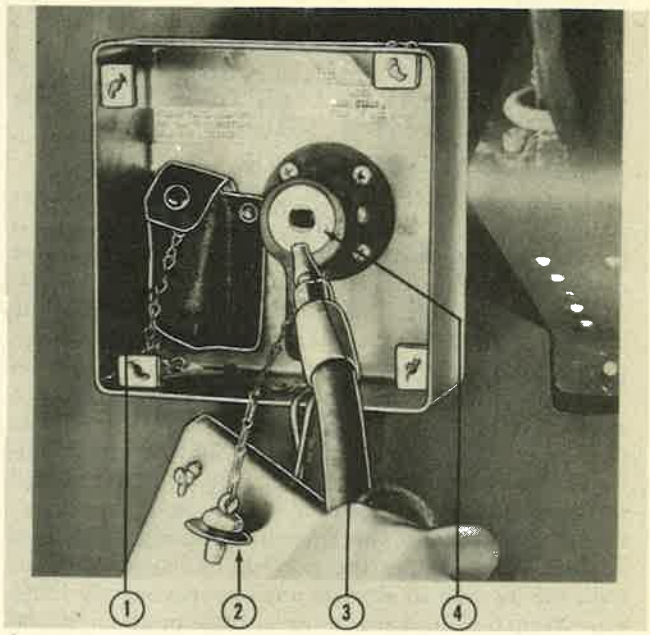
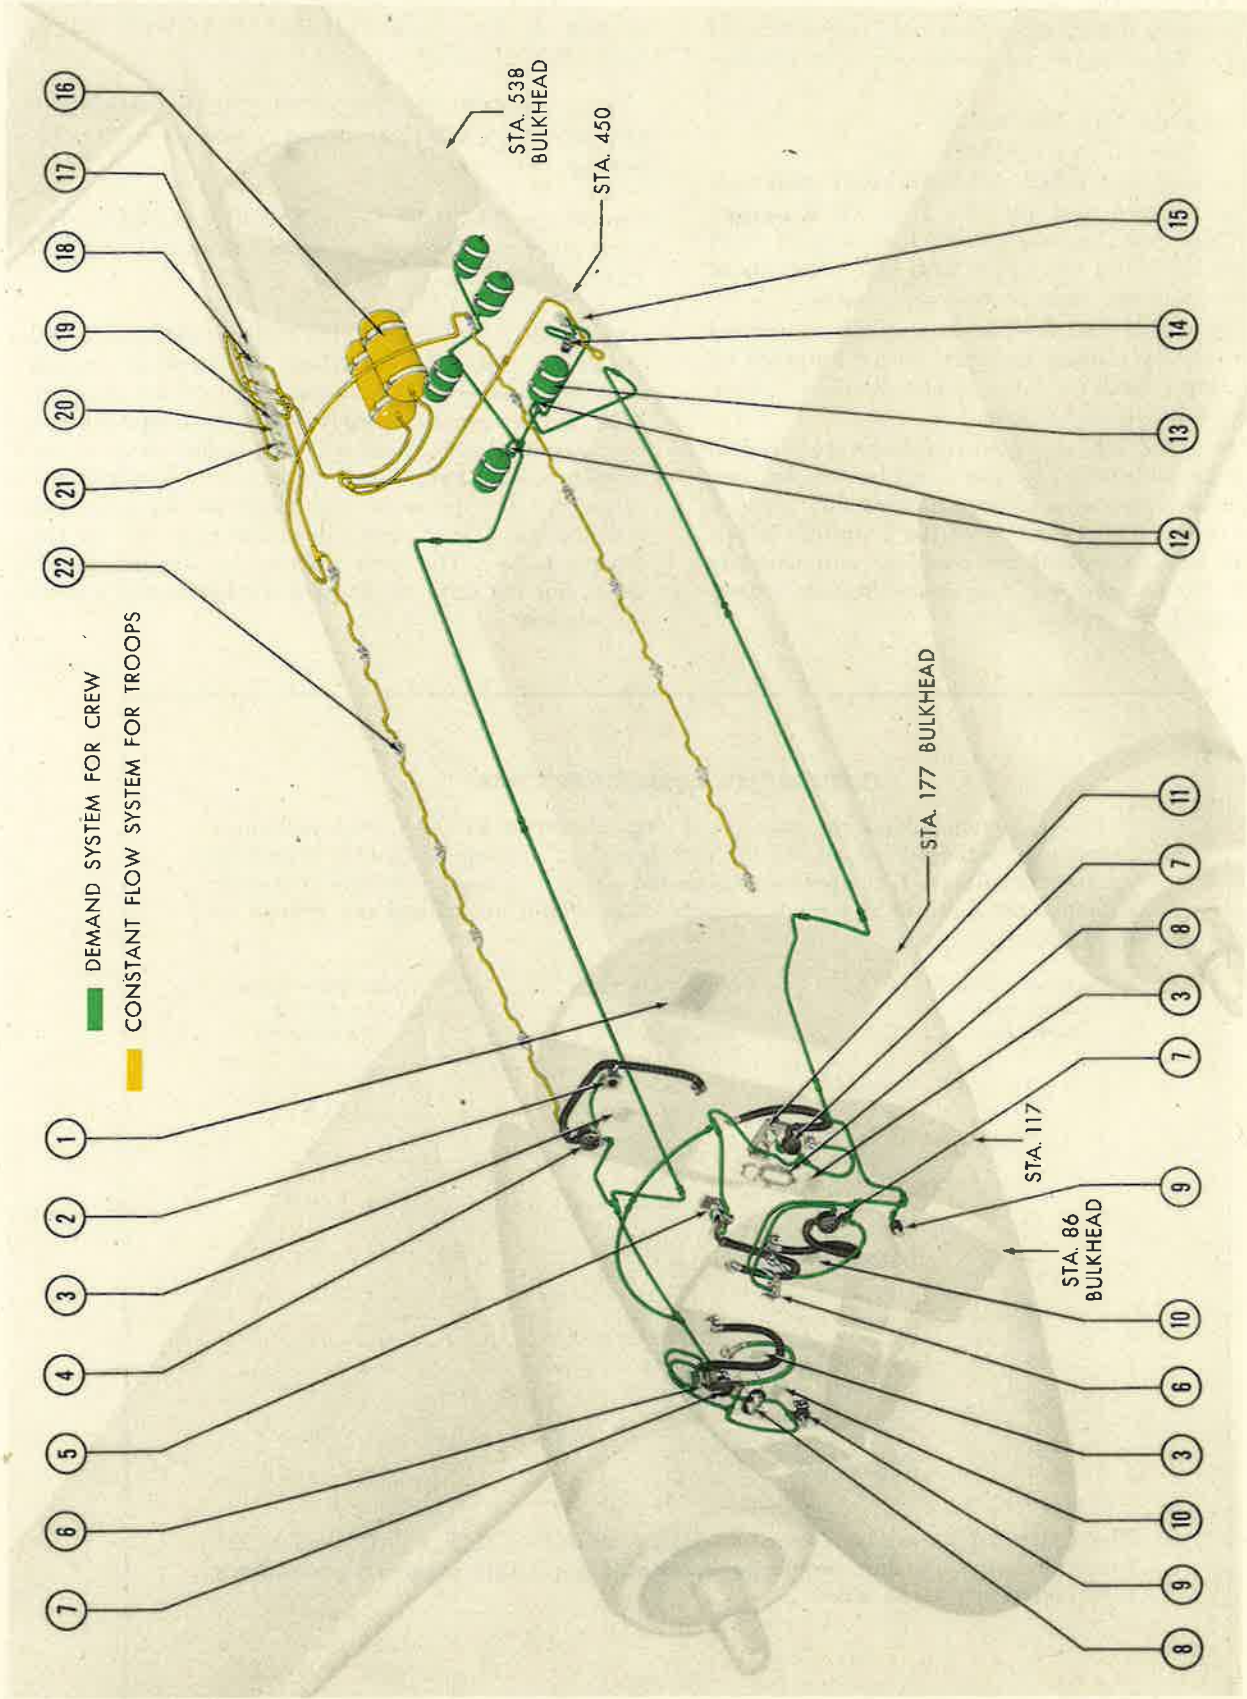
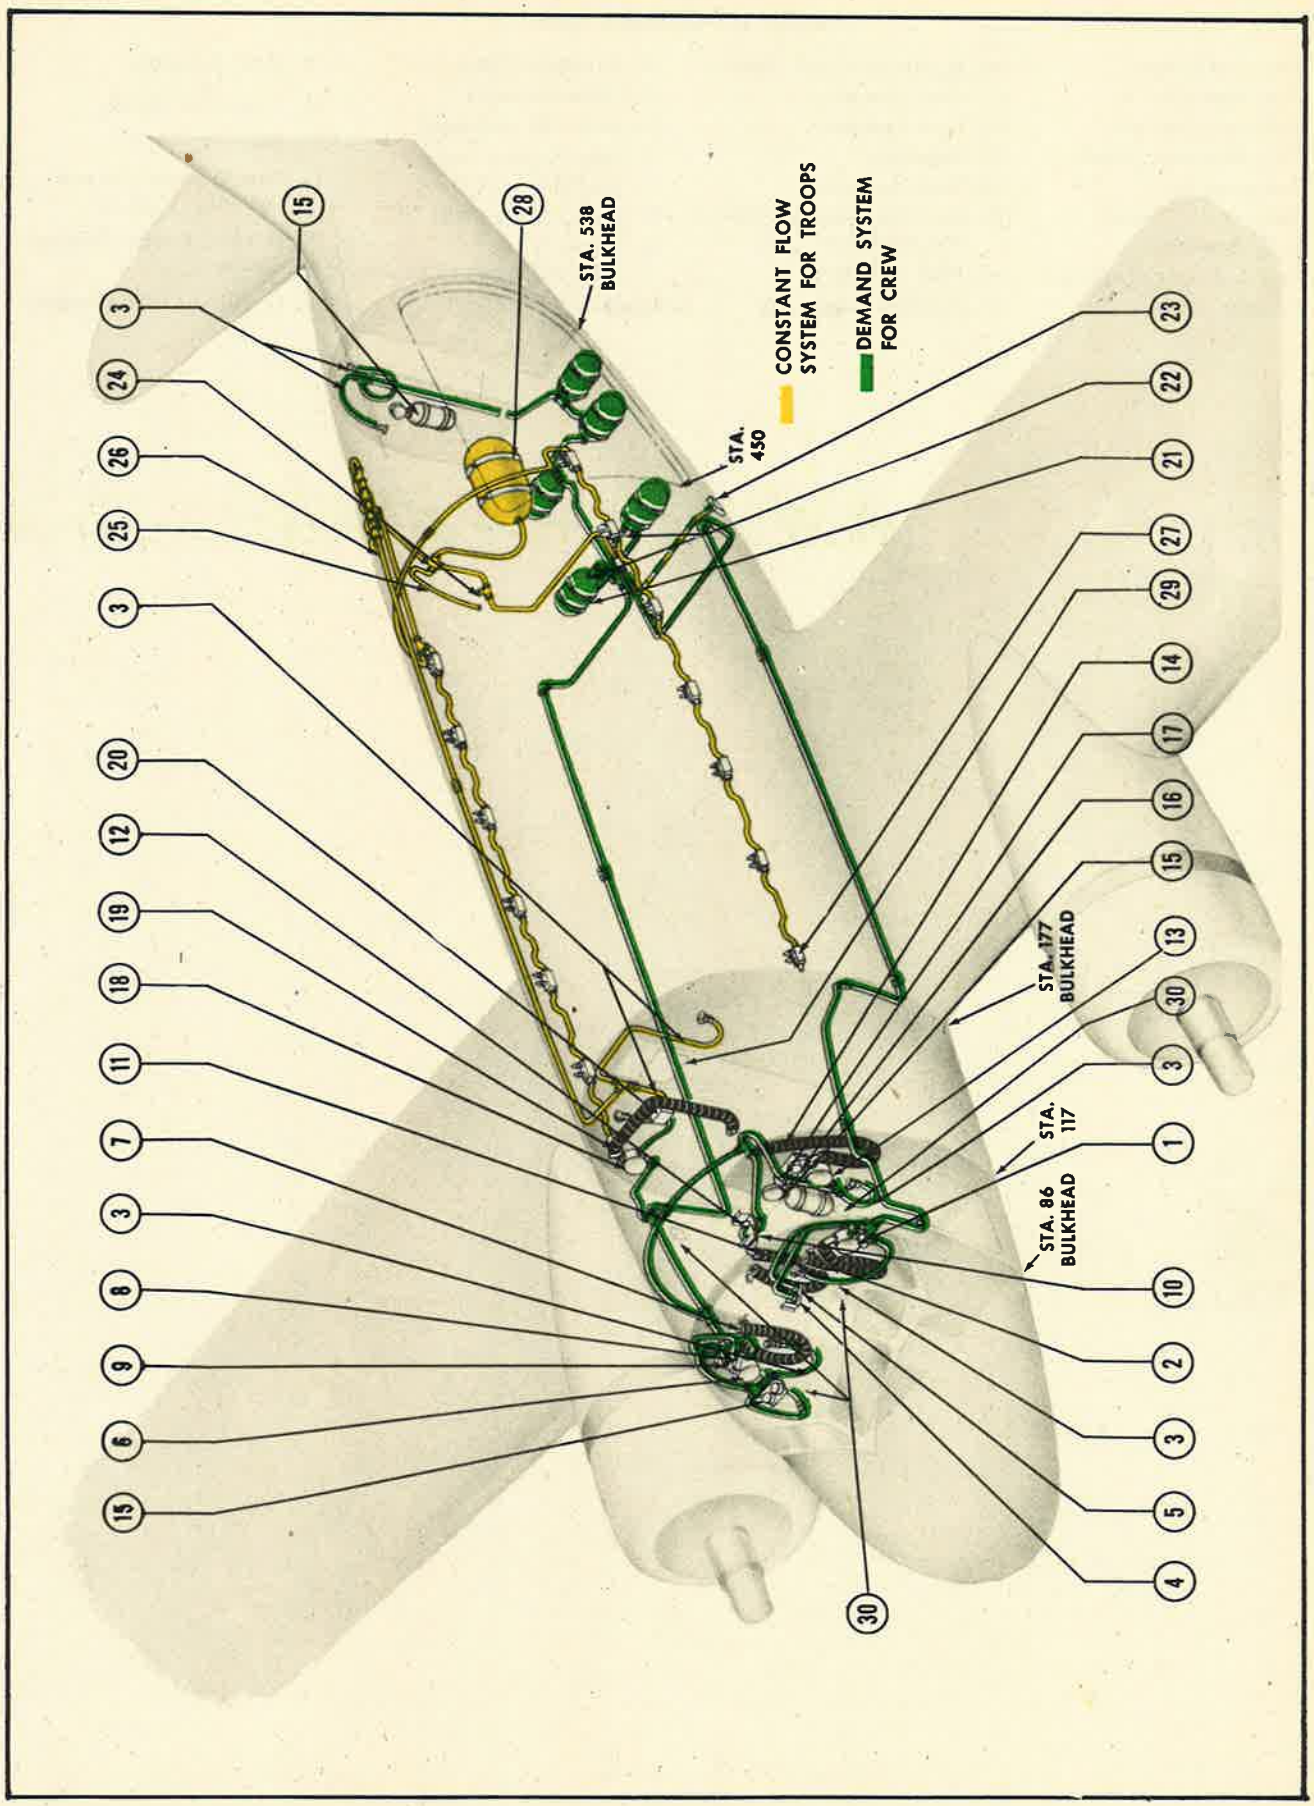

Figure 585—Filling the System
Figure 588A—Low Pressure Demand and Constant Flow Oxygen Systems
Figure 588B—Low Pressure Demand and Constant Flow Oxygen Systems (Late C-47B Airplanes)
3. OPERATION OF FILLING SYSTEM.—*(See figure 585.)*
2. In the five cylinder system a style "B" check valve on each of the two forward cylinders (See 12, figure 588A) performs the check.
(c) FILLER VALVE.—A filler valve in a metal box is located just forward of the main cargo door. (On C-47A and early C-47B airplanes, see A, figure 651 and 4, figure 585 for the ten cylinder system; or 15, figure 588A for the five cylinder system; for late C-47B airplanes see figures 651B, 585, and 588B.) The adapter of the ground filling equipment hose is fitted into this filler valve when the system is recharged. When filler valve is not in use, a plug excludes dust and other contamination from the valve. A British adapter, used to accommodate the nozzle on the British ground filling equipment, is stowed alongside the filler valve. On late C-47B airplanes the filler valve is accessible from the outside by means of an access door just to the left and down from the lower edge of the main cargo door.
(d) INSTALLATION.—Refer to figure 651 when installing valves on the ten cylinder system and to figure 588A when installing valves on the five cylinder system. Be sure that the check valves are installed in the proper direction; the check valve arrows shall point in the direction of the flow.
(a) DESCRIPTION.—This Bourdon-tube type gage, Army Type K-1, is used to indicate the pressure of the oxygen in the supply cylinders in pounds per square inch. It is mounted on a panel with an Army Type A-3 oxygen flow indicator and a warning signal lamp assembly. (See figure 651 for ten cylinder system and 21, figure 588A for five cylinder system.)
(a) DESCRIPTION.—This "blinker" indicator, Army Type A-3 (AN6029-1) (See figures 651 and 588 for ten cylinder system and 2, 5, 6, 11, figure 588A for five cylinder system), contains a bellows which blinks the shutter only when oxygen passes through the regulator. For this reason at ground level the shutters do not operate with Auto-Mix "ON" or if emergency is on at any altitude. Failure of shutters to operate at altitude is an indication that oxygen has ceased to flow through regulators; in which event the user should immediately switch to pure oxygen.
(a) DESCRIPTION.—Three walk-around assemblies (See figures 651 and 588 for the ten cylinder system and 8, figure 588A for the five cylinder system) are available for use by crew members who must move about in the airplane and also for use in case of emergency. They are located at the stations of the pilot, copilot, and navigator. On C-47A and early C-47B airplanes each unit consists of any Army Type A-4 low pressure walk-around cylinder, lacquered green instead of the usual yellow, and an Army Type A-13 low pressure demand regulator. On some C-47B airplanes (see figure 588B) there is an additional unit added on the right forward side of the bulkhead at station 538. Each of the four units consists of a large capacity type A-6 low pressure walk-around cylinder with an Army Type A-15 low pressure regulator. Before moving about, the user disconnects the hose of his demand mask from the regulator tube at his station and inserts the male end of it into the mask outlet provided under the dust cap on the portable regulator. The cylinder may be recharged by inserting the adaptor on the regulator into the filler valve of the walk-around unit recharger assembly. The supply is approximately thirty minutes. ALWAYS refill before returning it to its place. On late C-47B airplanes there are four additional recharger assemblies, one located on each side of the airplane on station 177½; and one located on the forward and one on the aft side of station 538.
(11) EFFECT OF TEMPERATURE CHANGES ON OXYGEN SUPPLY.—Refer to paragraph 20.*e.*
(12) DURATION OF OXYGEN SUPPLY.—For this calculation refer to paragraph 20.*f.*(3) following.
d. LOW PRESSURE CONSTANT FLOW SYSTEM. —*(Figure 588A and diagram on forward cargo door.)*
(1) DESCRIPTION.—This system, as the name implies, furnishes a constant flow of oxygen to the user. Two Type J-1 low pressure oxygen cylinders are located on the floor at the rear of the main cargo compartment, and are recharged through the filler valve which is above the floor forward of the main cargo door. A panel, containing three A-11 regulators, a pressure gage, a warning signal, and a warning light, is at the rear of the main cargo compartment. A supply line, running along each side of fuselage above the windows, contains 28 couplings. The fitting on the hose end of a constant flow oxygen mask, Type A8-B, is inserted into the nipple end of a coupling. The coupling automatically shuts off when the mask is disconnected.
(2) CYLINDERS.—Two yellow-lacquered cylinders, Army Type J-1, are placed on the floor opposite the main cargo door (16, figure 588A) and are held in position by temporary straps. They are connected to the oxygen line by flex hose, are Government equipment, Government installed, and are furnished only when the cargo compartment is used for troop personnel or when a long range flight is anticipated.
(3) OXYGEN INSTRUMENT PANEL.
1. DESCRIPTION.—Three Army Type A-11 regulators (7, figure 588A) are connected in parallel on an oxygen instrument panel, which is installed at the rear of the main cargo compartment, opposite the cargo door. Each regulator is capable of supplying oxygen to as many as 15 men. The flow of oxygen for various altitudes is automatically regulated by an aneroid barometer in the regulator. No manual control required.
1. DESCRIPTION.—This Bourdon-tube type gage, Army Type K-1 (AN6021-1), is located on the instrument panel (31, figure 588A) with the three A-11 regulators. It is used to indicate the pressure of the oxygen in pounds per square inch.
(See figure 588A.)
KEY TO FIGURE 588A
(See 22, figure 588A.)
KEY TO FIGURE 588B